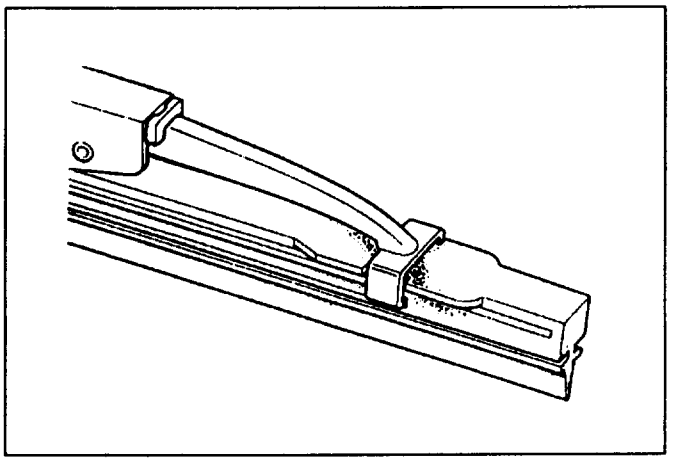

Fig. 8-281
- Finally, check that the click of the stay has caught in the hole of the rubber (Fig. 8-281).